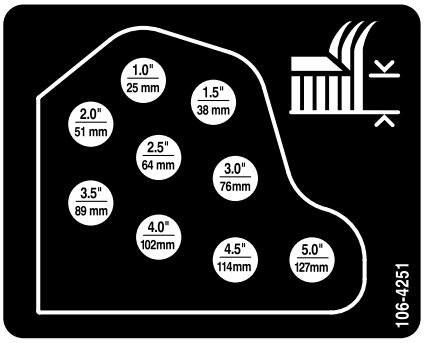

Figuur 18
6. Bevestig de maaihoogtekettingen aan de gewenste maaihoogteopening (Figuur 18) met de gaffelpen en de R-pen.